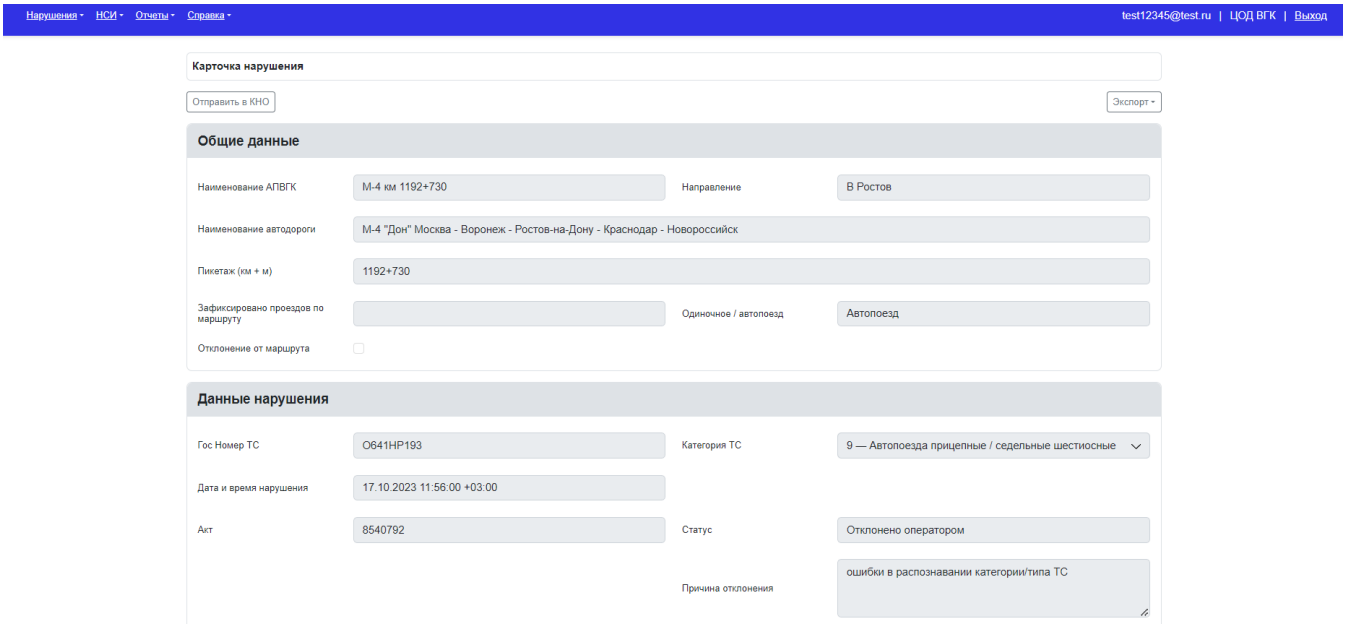

Рисунок 20 – Карточка нарушения в статусе «Отклонено оператором»
4. В карточке нарушения нажать кнопку «Отправить в КНО» (Рисунок 20);